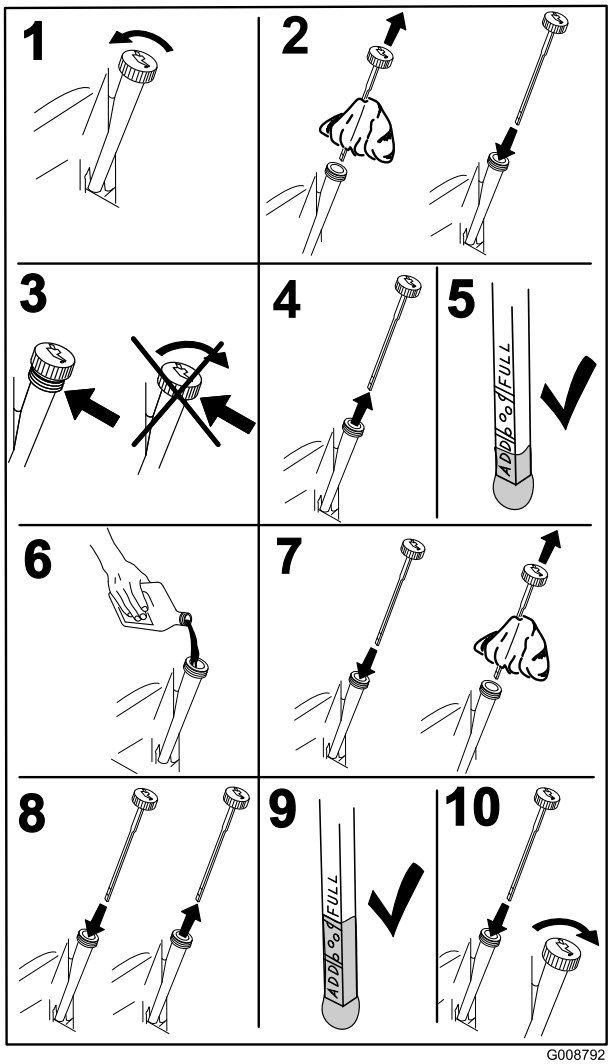

**Figur 36**
4. Før du forlater førersetet, må du stanse motoren, ta ut nøkkelen og vente til alle bevegelige deler står stille (Figur 36).